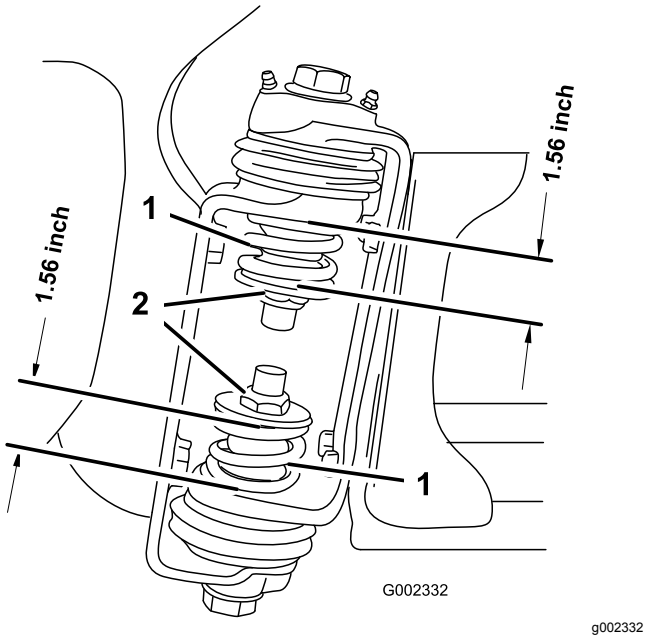

Figur 27
3. Mät trycket hos de övre och nedre fjädrarna på sprutrampsgångjärnen med sprutramperna i utfällt läge (Figur 27).